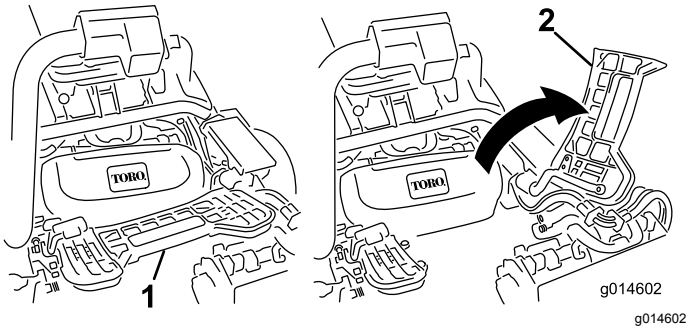

**Rysunek 47**
2. Unieś podnóżek i odchyl go do pozycji otwartej w celu uzyskania dostępu do centralnego zespołu tnącego (Rysunek 47).